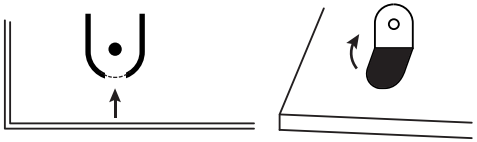

Рис. 4
6.1. Для подвесного монтажа следует использовать отгибающиеся установочные ушки на задней поверхности панели. (Рис.4.) Присоединение питания аналогично предыдущим пунктам.
6.1. Для підвісного монтажу слід використовувати відгинаються настановні вушка на задній поверхні панелі. (Рис.4.) Приєднання харчування аналогічно попереднім пунктам.